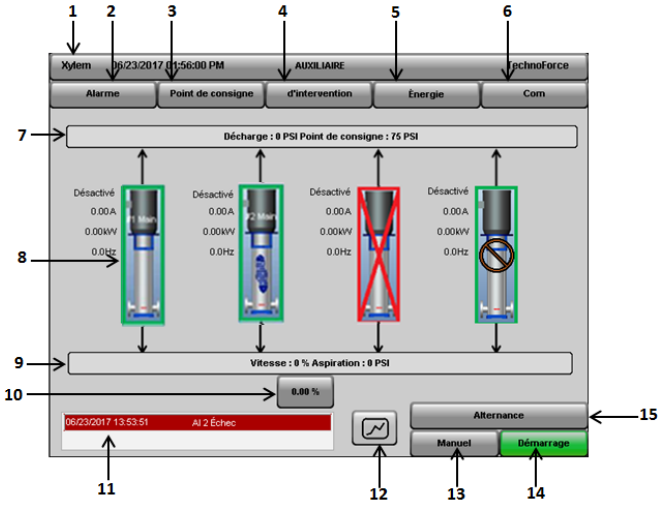

Figure 5.1.1 – Écran d'accueil
1. **Mode automatique** : taper sur le bouton [**Manuel**] illustré à la Figure 5.1.1 (13). Le système entre alors en mode automatique et le texte sur le bouton [**Manuel**] est remplacé par [**Automatique**] et est mis en évidence comme l'illustre la Figure 5.1.9.
- **Démarrer/arrêter le système :** il indique la commande qui peut être exécutée avec ce bouton (c.-à-d., s'il indique « Démarrer », l'utilisateur peut utiliser ce bouton pour démarrer le système et s'il indique « Arrêter », l'utilisateur peut utiliser ce bouton pour l'arrêter). Ce bouton est illustré à la Figure 5.1.1 (14).
- **Alternance manuelle :** ce bouton peut être utilisé pour alterner la séquence des pompes en mode de fonctionnement automatique. Lorsque la méthode d'alternance est sélectionnée en fonction du nombre d'heures de fonctionnement de la pompe, ce bouton est désactivé. Ce bouton est illustré à la Figure 5.1.1 (15).